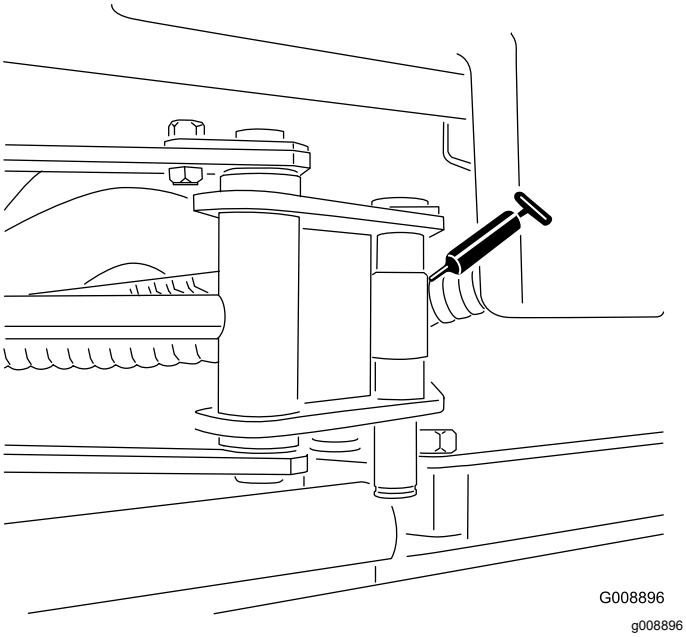

Rysunek 58
- Końcówki siłownika bocznych zespołów tnących (2 złącza; dotyczy tylko modelu 03171 Rysunek 58)